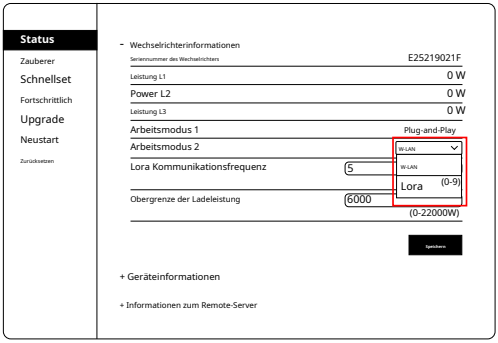

Abbildung 6.2
Schritt 4: Sie können den gewünschten Kommunikationsmodus aus der Dropdown-Liste des Unterpunkts „Arbeitsmodus 2“ auf der Seite „Status“ auswählen, wie in Abbildung 6.2 dargestellt.